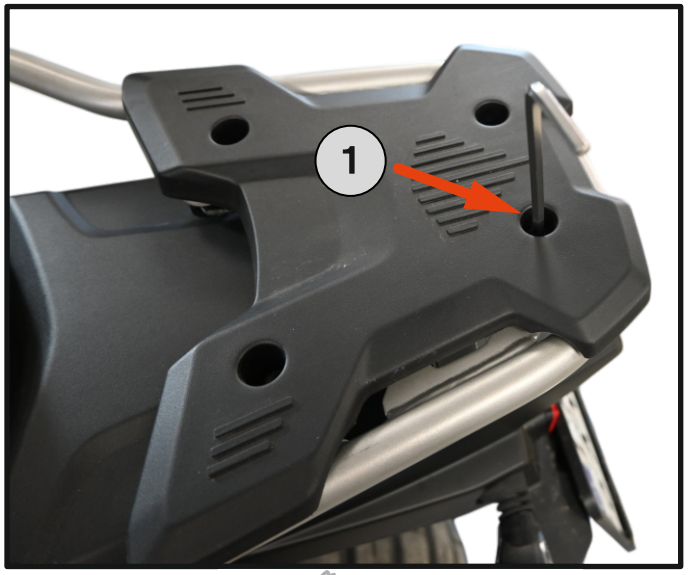

Fig. 2
1. Unscrew and remove the plastic cover. **[Fig. 2]**